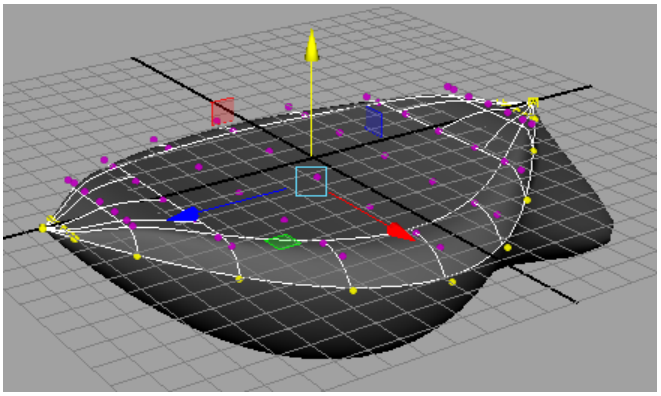

Figure 4-64 *Moving the vertices along the Y axis*
19. Maximize the persp viewport and then choose **Move Tool** from the Tool Box and move the selected vertices downward along the Y axis, as shown in Figure 4-64.